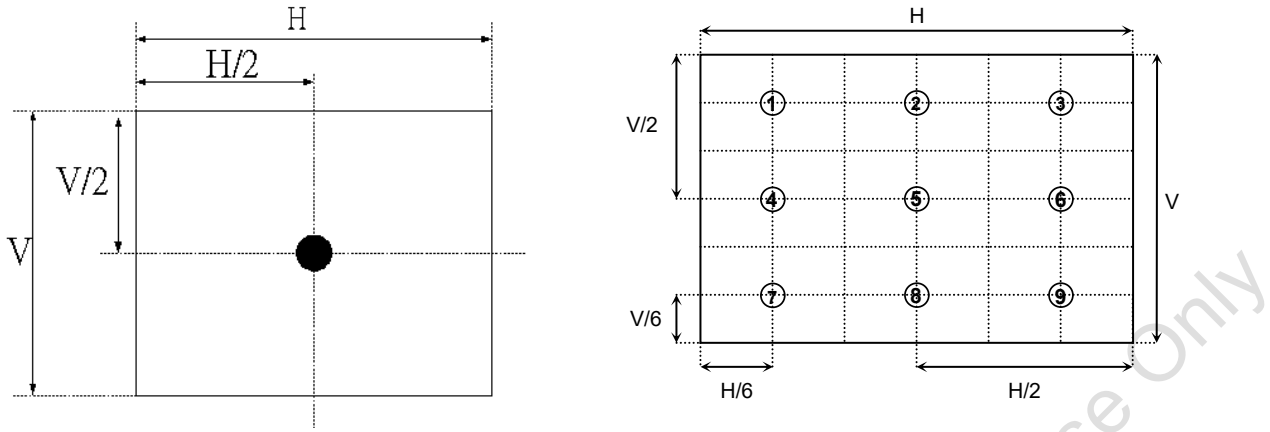

Fig. 3
3. The variation in surface luminance, δWHITE is defined (center of Screen) as (Fig. 3~~Fig. 3~~):